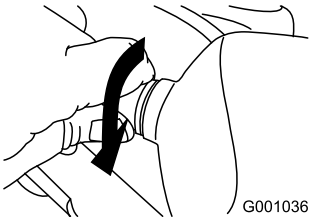

Figur 54
5. Drej pærens sokkel med uret, indtil den sidder godt (Figur 54).